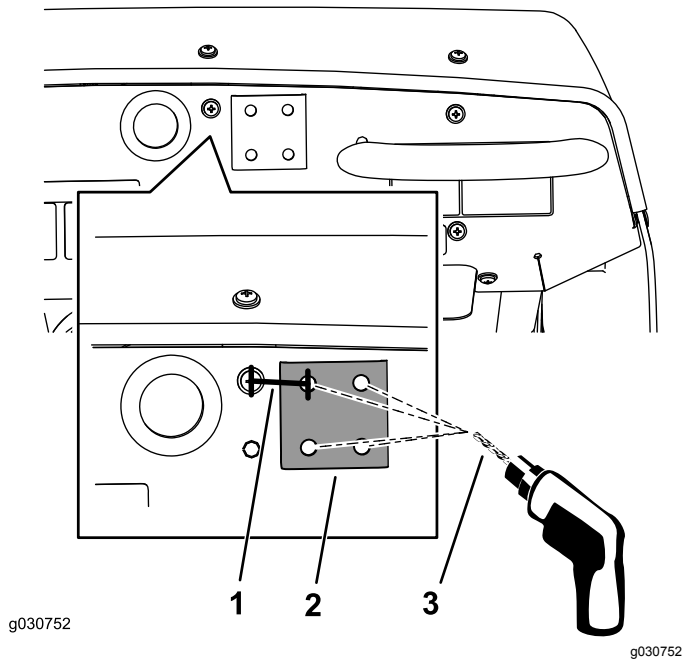

Figur 157
1. Ved maskinens instrumentpanel findes instrumentpanelskruen til højre for panelets hulkrans (Figur 157).
2. Til højre for midten af skruen afmåles 33,3 mm, og denne placering markeres med en blyant med en lodret linje (Figur 157).
5. Bor hul i panelet ved punselmærket med et 8 mm bor (Figur 157).
7. Juster afstiverpladen vandret til toppen af instrumentpanelet. Brug afstiverpladen som skabelon, og bor de resterende 3 huller i panelet (Figur 157).